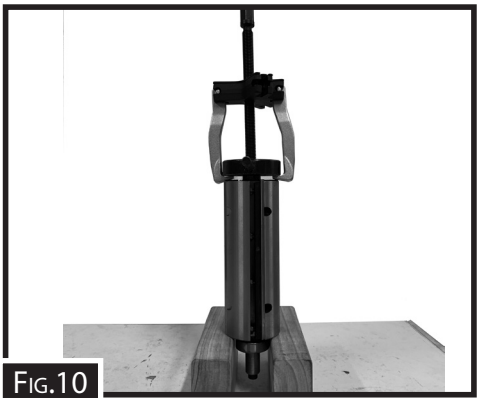

Fig.10
14. Remove bearing blocks off each end using bearing/gear puller (take note of which side each comes off). (Fig. 10)